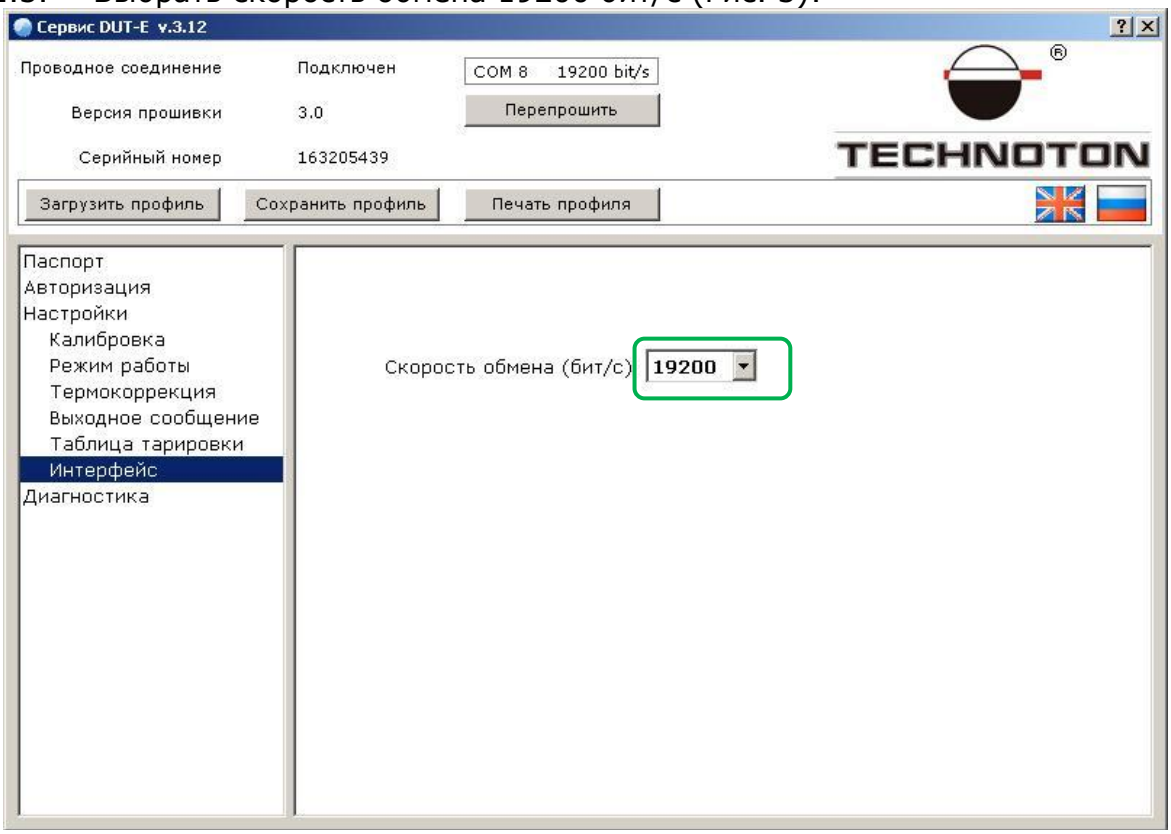

Рисунок 3
3.1.3. Выбрать скорость обмена 19200 бит/с (Рис. 3):